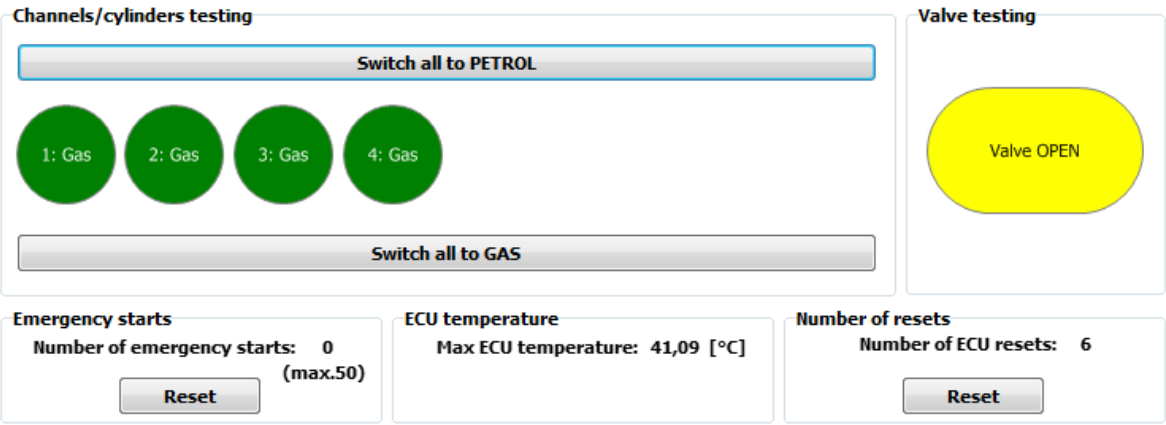

Fig. 3.16 Installation tests window.
- ***Installation tests*** (F3) – contain channels/cylinders tests, valve test, information about gas ECU maximum working temperature , number of emergency starts and ECU resets (**Fig. 3.16**).